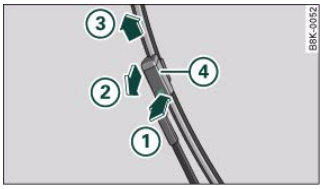

Fig. 67 Removing the wiper blades
– Press the release button (1) on the wiper blade ⇒ fig. 67. Hold the wiper blade firmly and press it forwards slightly (2).
– Slide the wiper blade upwards (3).